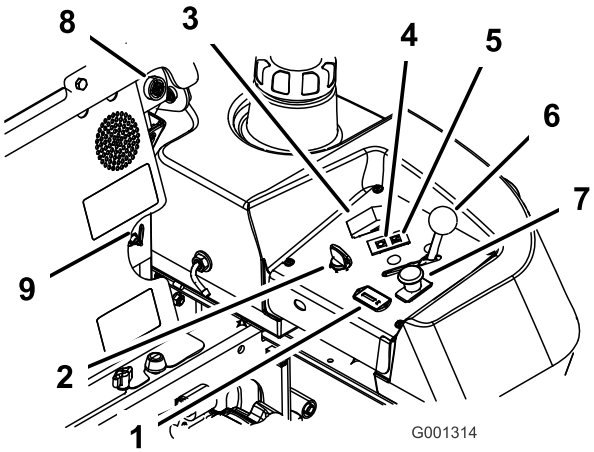

**Figuur 11**
4. Schakel de aftakas uit (Figuur 11).